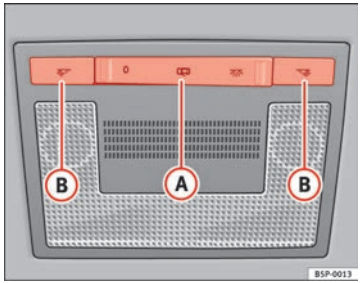

Fig. 79 Interior roof trim: front interior lighting
The switch ⇒ Fig. 79 (A) is used to select the following positions:
Push the switch to position O ⇒ Fig. 79.